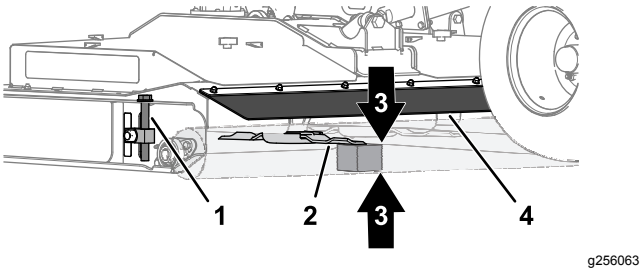

Figur 80
1. Arbeta på klippdäckets baksida, lyft upp den bakre klaffen och rikta in träklossen på 51 mm mellan den bakre änden av mittklippdäckets kniv och marken (Figur 80).